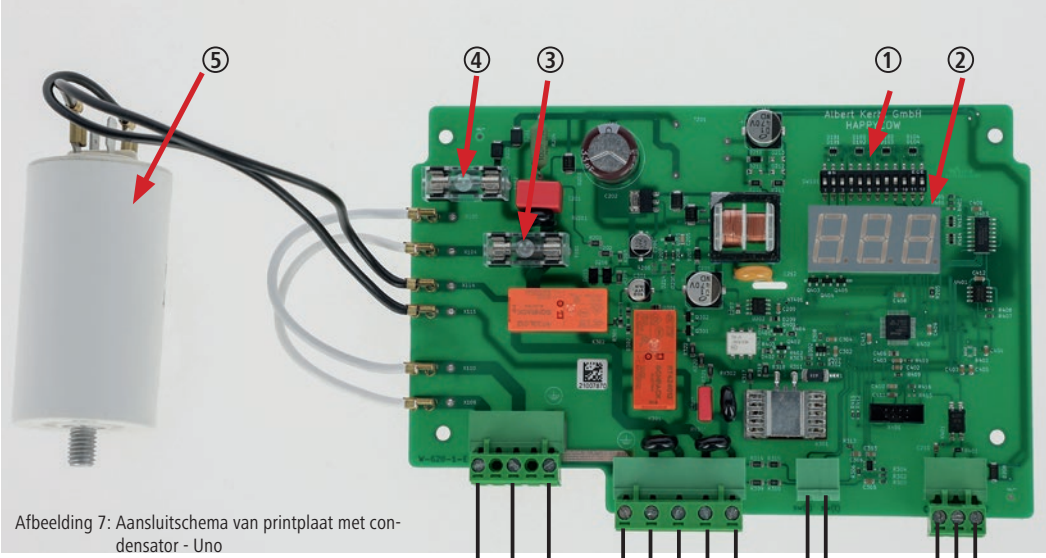

Afbeelding 7: Aansluitschema van printplaat met condensator - Uno
De cyclustijd is af fabriek ingesteld op 60 seconden. Indien nodig kan deze met behulp van het dip-switch-element op de printplaat (afb. 7 – pos. 1) op een waarde tussen 10 en 300 seconden worden ingesteld. De cyclustijd mag alleen na ruggespraak met de klantenservice van Kerbl opnieuw worden ingesteld. De standaardinstelling en dus de optimale instelling voor de koepoetsmachine HAPPYCOW Uno is T3.
Zekering 6, 3 A (afb. 7; pos 3+4) op de printplaat doorgebrand of losgeraakt.	• Besturing van het lichtnet loskoppelen en tegen opnieuw inschakelen beveiligen. • Controleren of de zekeringen stevig vastzitten. Defecte zekeringen vervangen. (Afb. 7 – pos. 3+4) • Wanneer bij de herstart na het vervangen van de zekeringen geen weergave op het display verschijnt, is de hoofdprintplaat defect.